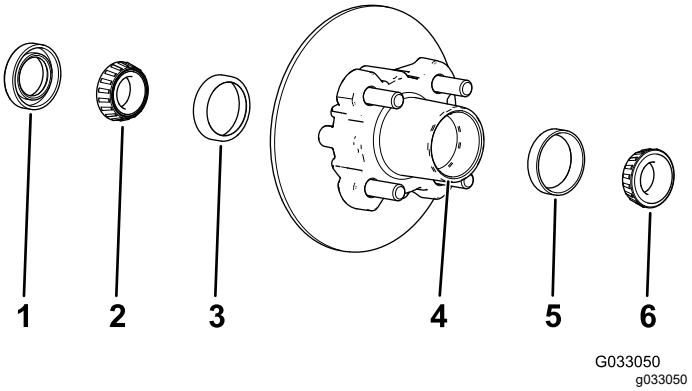

Figuur 26
1. Verwijder het buitenste lager en de loopring van het lager van de naaf (Figuur 26).
2. Verwijder de afdichting en het binnenste lager van de naaf (Figuur 26).
5. Verwijder alle vuil en vet uit de holte van de naaf (Figuur 26).
7. Vul de holte van de naaf voor 50 tot 80% met het aanbevolen smeermiddel (Figuur 26).
8. Monteer het binnenste lager op de loopring aan de binnenkant van de naaf en monteer de afdichting (Figuur 26).